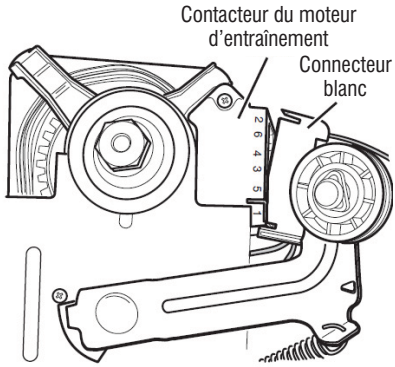

Figure 9 - Débrancher le connecteur blanc.
8. Débrancher le connecteur blanc du contacteur du moteur d'entraînement. Voir Figure 9.